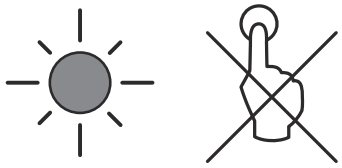

Fig. 53
2. The busy LED will start to flash continuously, as shown in **Fig.53** (this will continue to flash until the end of the initialisation process).